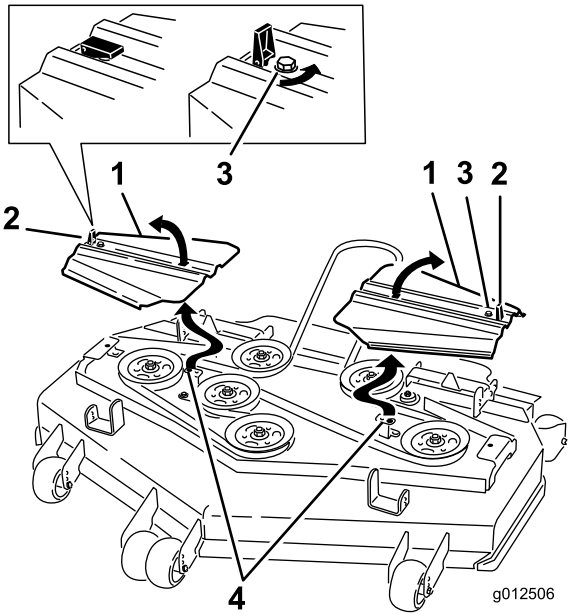

Figur 65
14. Montera remkåporna och för in flikarna i spåren. Montera skruvarna och lås spärrhakarna (Figur 65).